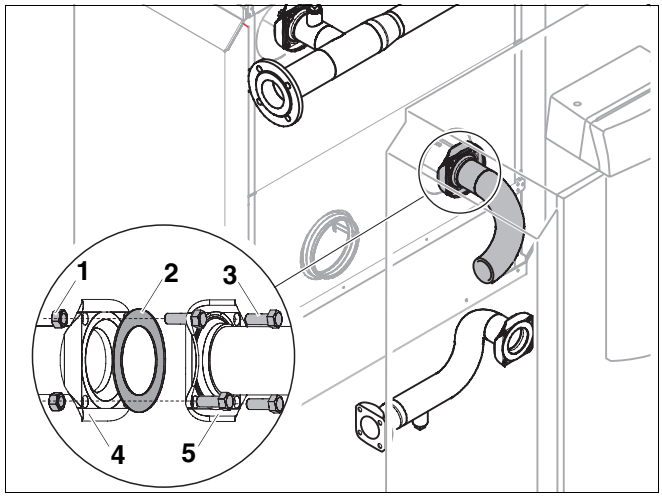

Fig. 9 Montaggio del tubo di ritorno sulla seconda caldaia
- Disporre la guarnizione (fig. 9, **pos. 2**) sul ritorno della seconda caldaia.
- Avvitare la flangia del tubo di ritorno (fig. 9, **pos. 5**) sulla flangia del ritorno (fig. 9, **pos. 4**) della seconda caldaia servendosi di quattro viti (fig. 9, **pos. 3**) e dadi (fig. 9, **pos. 1**).